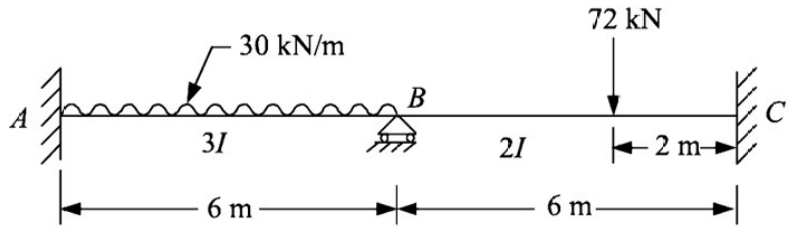

Fig.1
1. The fixed end moments for the member BC of the continuous beam shown in **Fig.1** are
6. For the continuous beam shown in **Fig.1**, find the distribution factors for the member BA and BC.